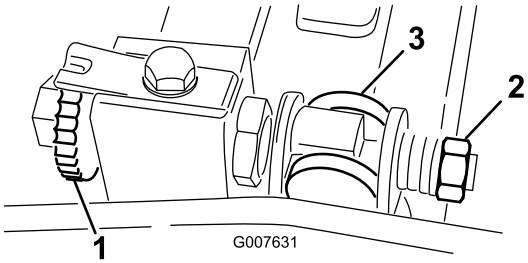

Figura 58
1. Rode o parafuso de ajuste da barra de apoio no sentido contrário ao dos ponteiros do relógio, para afastar a lâmina de corte do cilindro (Figura 58).
2. Faça recuar a porca da mola tensora até que a anilha deixe de estar sob tensão contra a barra de apoio (Figura 58).